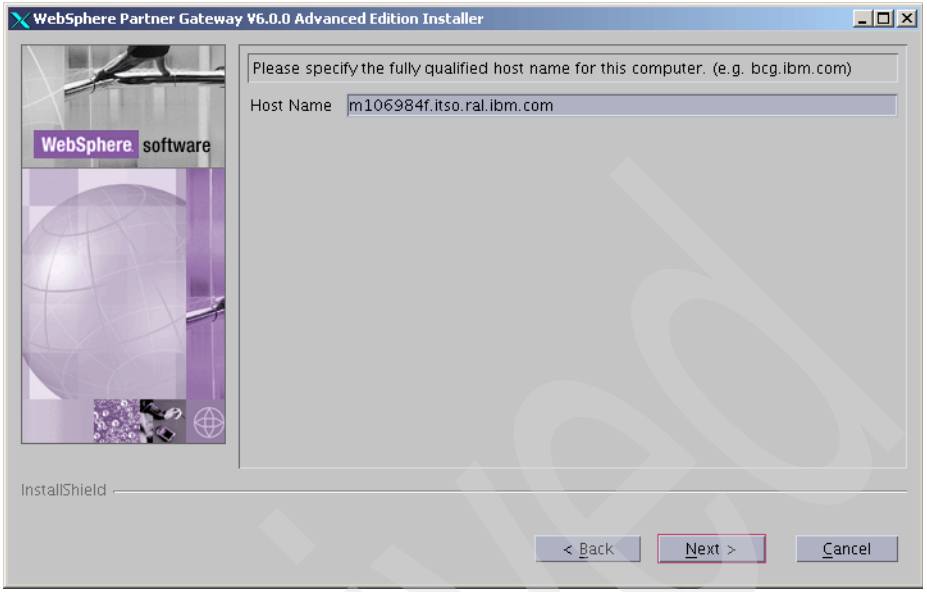

Figure 6-9 Entering the hostname
6. You are then asked to enter the fully qualified hostname of the machine running the WebSphere Partner Gateway product (see Figure 6-9 on page 125).